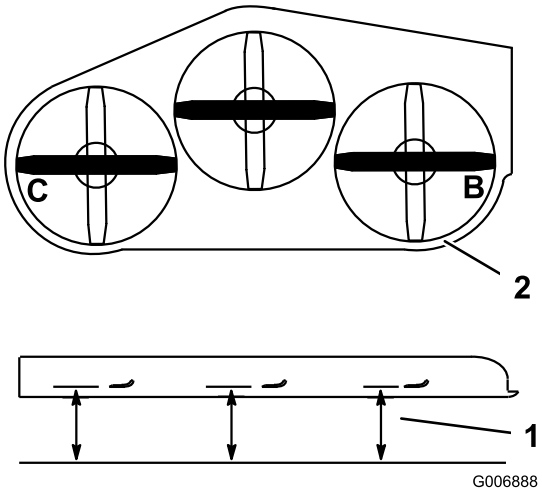

Figur 73
1. Ställ in den **högra** knivens lutning i sidled (Figur 73).
2. Mät den högra kniven vid punkt **B**, från en plan yta till knivens egg (Figur 73).
4. Ställ in den vänstra knivens lutning i sidled (Figur 73).
5. Mät vänster kniv vid punkt **C** (Figur 73), från en plan yta till knivens egg.